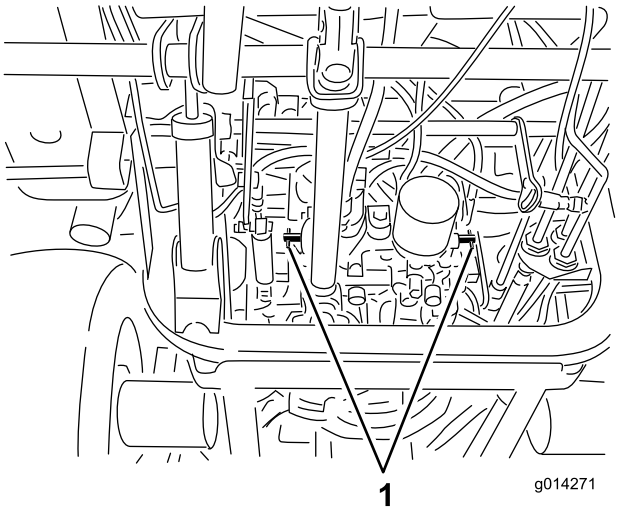

Figuur 34
4. Draai de omloopkleppen 1 slag naar links (Figuur 34).
Draai de omloopkleppen 1 slag naar links en en deze met de hand vast (met een torsie van ongeveer 8 Nm (Figuur 34).